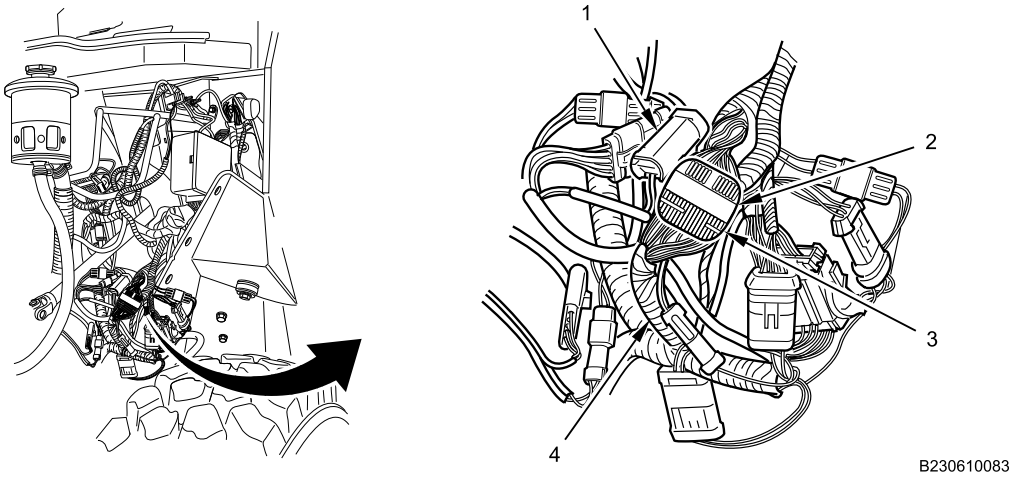

Figure 26. Forward Chassis Harness Connectors Near Power Distribution Center (PDC).
23. Connect seven-pin connector (Figure 26, Item 1).
24. Press locking tab (Figure 26, Item 2) inward to connect 24-pin connector (Figure 26, Item 3) of forward chassis harness (Figure 26, Item 4).